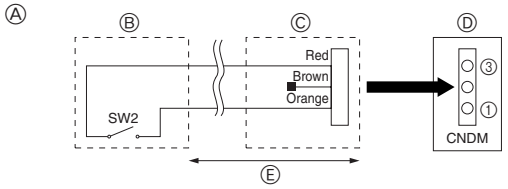

Fig. 8-2
8.2. Behovsfunktion (modifikation på stedet) (Fig. 8-2)